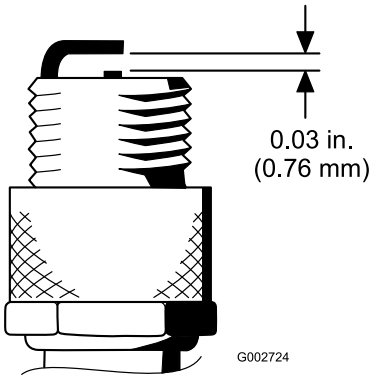

Figur 46
4. Indstil gnistgabet mellem midten og siden af elektroderne til 0,76 mm (Figur 46).